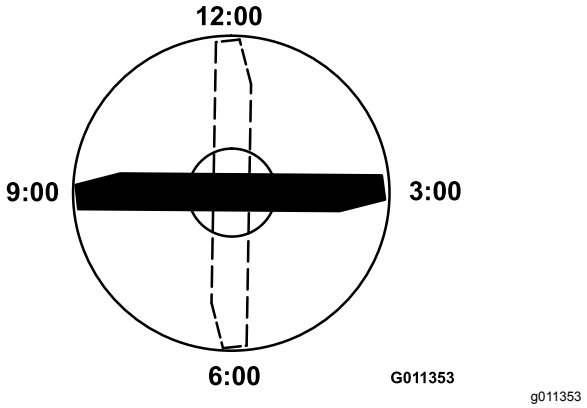

Figur 69
3. Placera den markerade ändens skäregg i läget klockan 12 (rakt framåt i klippriktningen) och mät höjden från bordet till knivens skäregg (Figur 69).
4. Vrid knivens markerade ände till lägena klockan 3 och klockan 9 och mät höjderna (Figur 69).